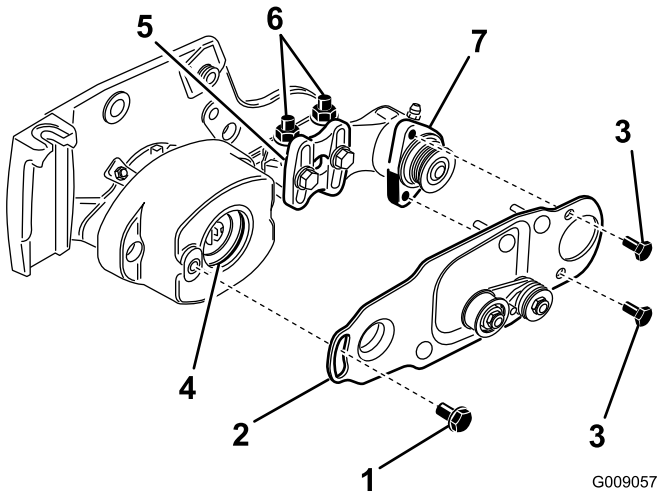

Figuur 17
7. Verwijder de twee tapbouten waarmee de draaiplaat van de rolborstel aan de lagerbehuizing is bevestigd (Figuur 17).
8. Verwijder de borstbout waarmee de draaiplaat van de rolborstel aan de lagerbehuizing is bevestigd (Figuur 17).
9. Verwijder de draaiplaat met de spanpoelie daar nog op gemonteerd (Figuur 17).